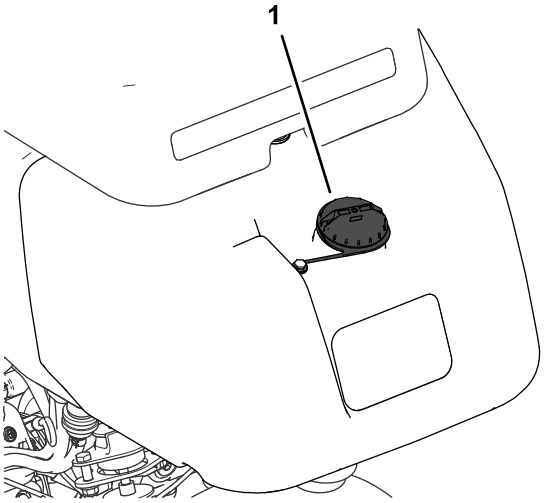

Figure 21
1. Nettoyez la surface autour du bouchon du réservoir de carburant et enlevez le bouchon (Figure 21).